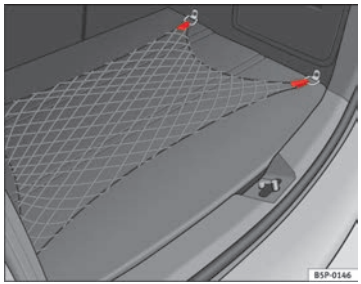

Abb. 107 Gepäckraumnetz
– Verwenden Sie zur Befestigung des Gepäckraumnetzes die seitlichen Befestigungsringe im Gepäckraum ⇒Abb. 107.